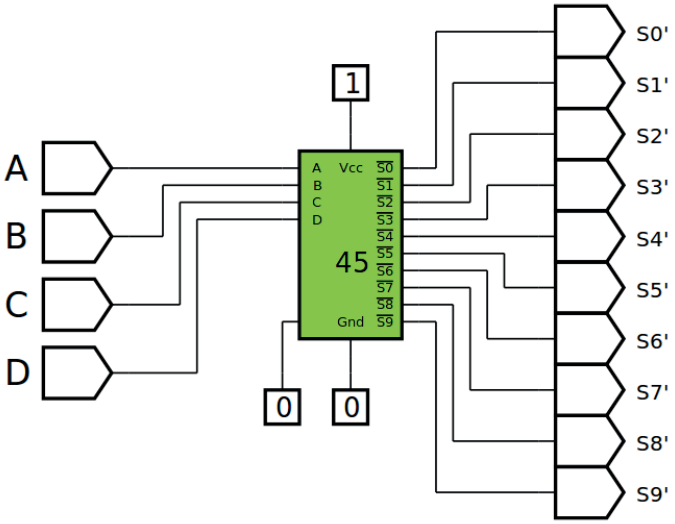

Figura 7.26 – Diagrama esquemático.
4. Utilize um programa de simulação em computador (SmartSim, Atanua, Qucs) faça a simulação do circuito da figura 7.26. Compare os resultados com a tabela 7.7.